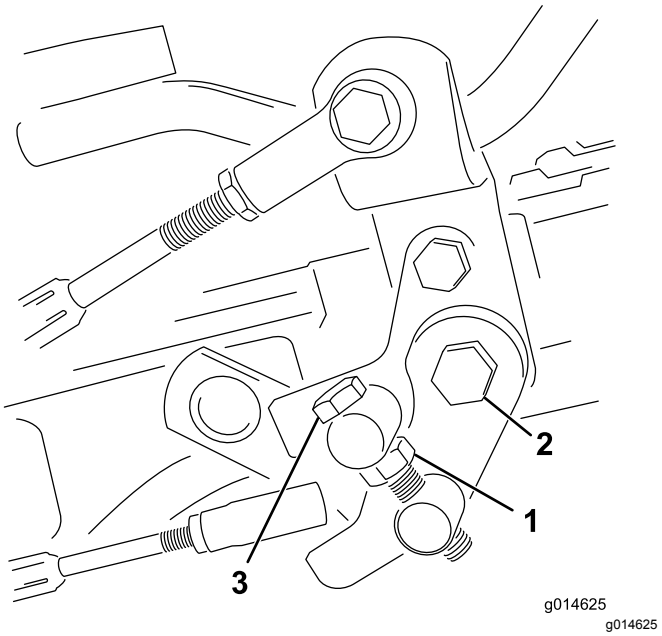

Figur 51
1. Lossa kontramuttern på justeringsbulten (Figur 51).
4. Dra åt kontramuttern på justeringsbulten och muttern på pedaltappen för att låsa justeringen (Figur 51). Kontrollera justeringen och ändra vid behov.